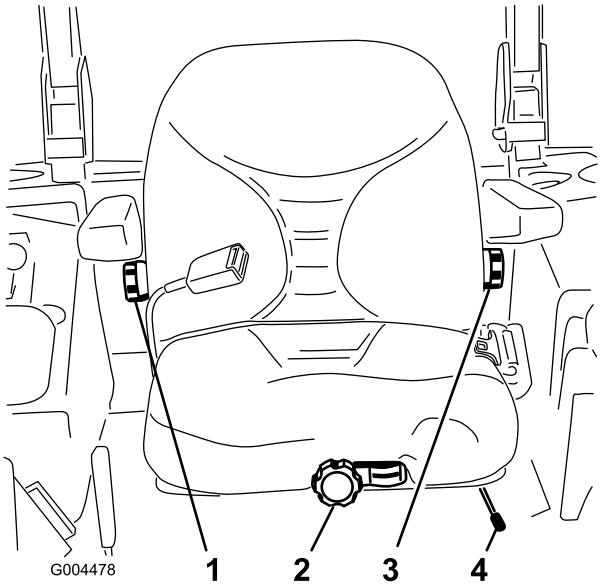

Figur 31
1. Flytt spaken sidelengs for å låse opp setet for justering (Figur 31).
Drei den fremre knotten enten til høyre eller venstre for å gi best mulig komfort (Figur 31).
Drei knotten under det høyre armlenet i begge retninger for å gi best mulig komfort (Figur 31).
For å justere, drei knotten under det venstre armlenet i begge retninger for å gi best mulig komfort (Figur 31).